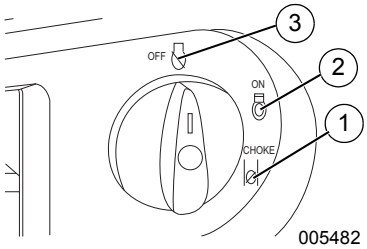

Figure 3-2.Off/On/Choke Positions
1. See ***Figure 3-2***. Rotate the Off/On/Choke switch to CHOKE (1).
4. See *Figure 3-2*. When engine starts, rotate Off/On/Choke dial to ON (2). Choke operation is reduced as Off/On/Choke dial is rotated towards ON.
3. See *Figure 3-2* Rotate Off/On/Choke dial to OFF (3).
1. See *Figure 3-2*. Turn Off/On/Choke dial from STOP to ON. This will open the fuel valve and permit starting.